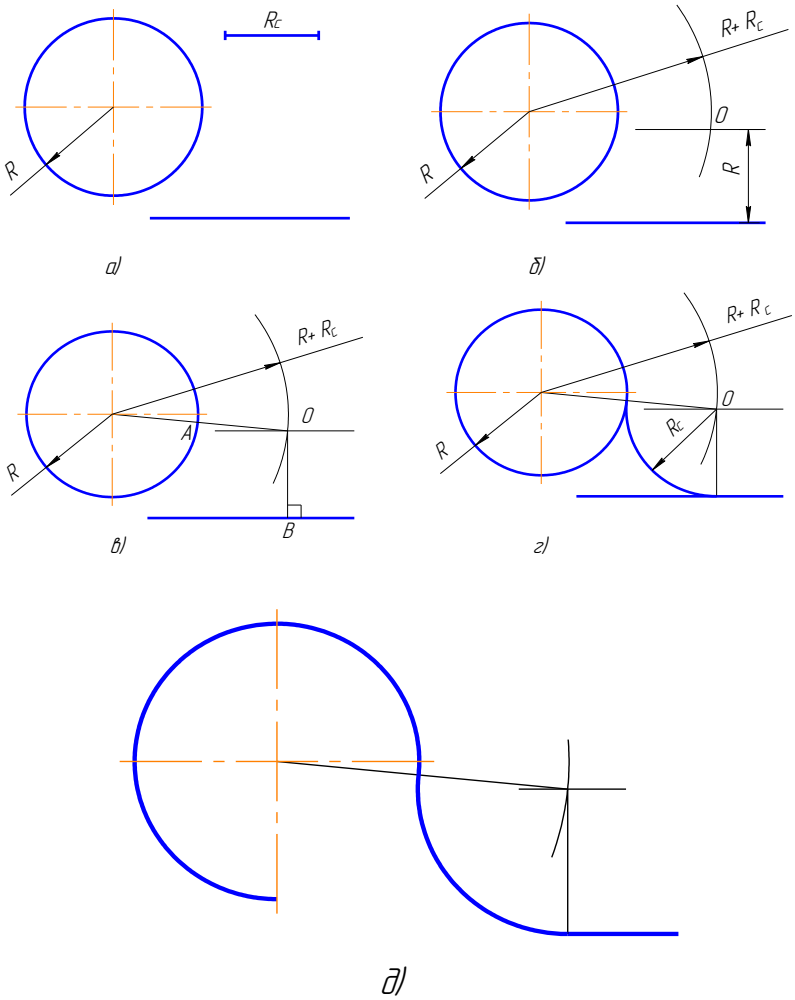

Рисунок 3.10 – Построение сопряжения дуги и прямой линии, при заданном радиусе
1. Находим центр сопряжения. На расстоянии, равном радиусу сопряжения, проводим геометрические места точек, равноудаленных от заданных прямой и окружности, (рисунок 3.10, б). Центр сопряжения – точка О.
2. Находим точки сопряжения А и В: опускаем перпендикуляр из точки О на заданную прямую и соединяем точку О с центром заданной окружности (рисунок 3.10, в);
3. Строим дугу сопряжения: между точками сопряжения проводим сопрягающую дугу заданного радиуса R, (рисунок 3.10, е).